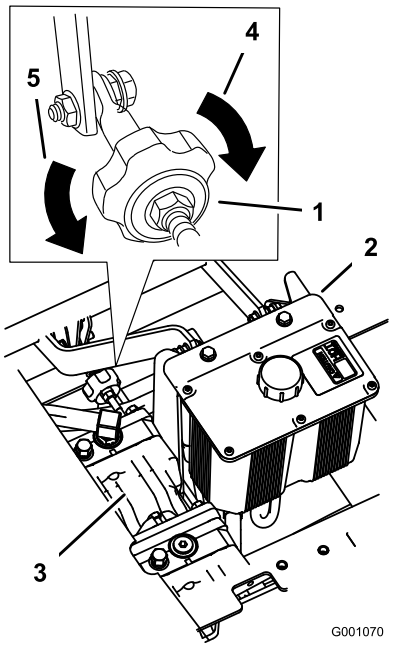

Figur 49
4. Vrid ratten mot maskinens högra sida för att få maskinen att gå åt höger. Se Figur 49.
5. Vrid ratten mot maskinens vänstra sida för att få maskinen att gå åt vänster. Se Figur 49.